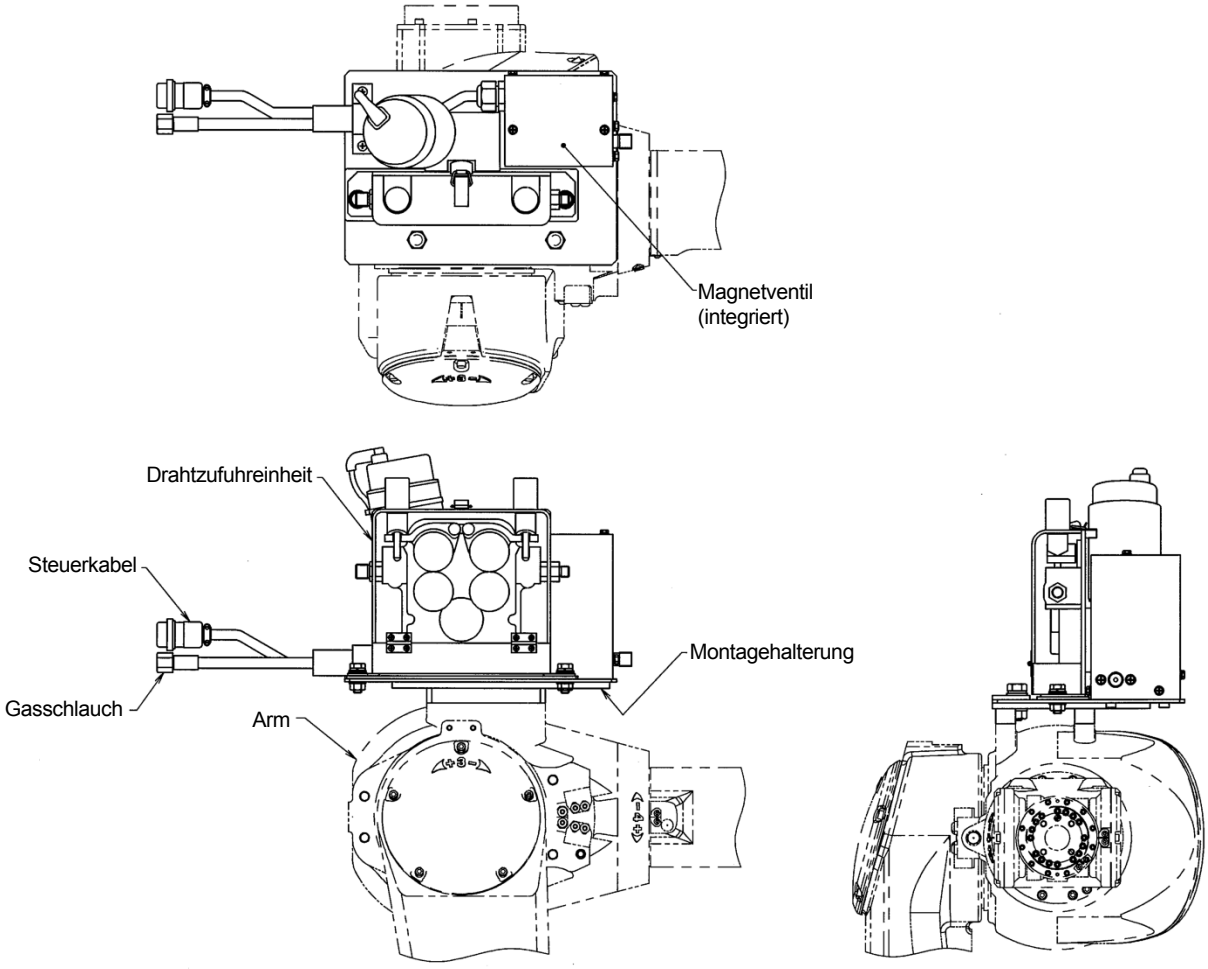

Abb. 1.3 Anschluss des Steuerkabel-Steckverbinders (Verfahren 3)
3. Unter Bezugnahme auf Abb. 1.3 den Steuerkabel-Steckverbinder (das Motorkabel, das Encoderkabel und das Spannungserkennungskabel) der Drahtzufuhreinheit mit dem angegebenen Steckverbinder verbinden.